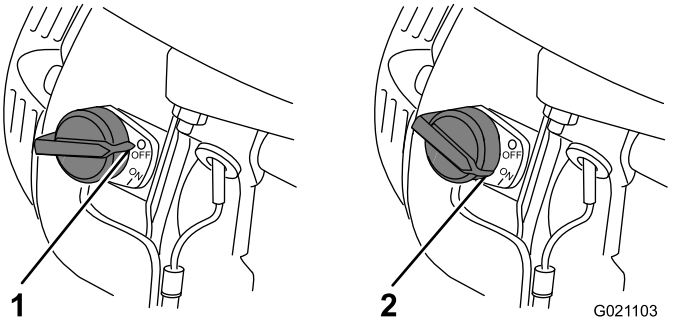

Figure 14
La commande Marche/Arrêt (Figure 14) permet de démarrer et d'arrêter le moteur. Cette commande est située à l'avant du moteur. Tournez la commande en position de Marche (ON) pour démarrer le moteur et le faire tourner. Tournez la commande en position d'arrêt (OFF) pour arrêter le moteur.